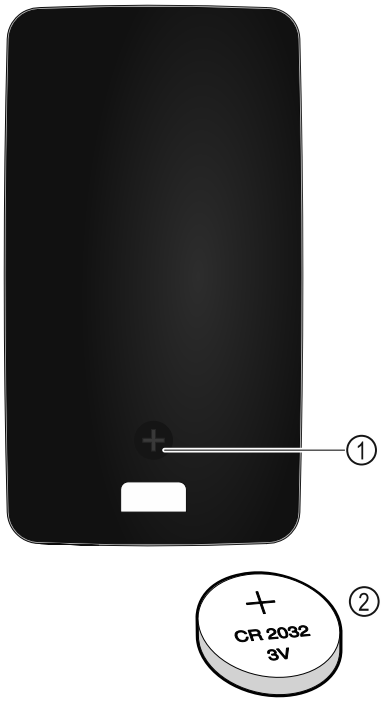

Fig. 232
Telecomanda este alimentată de o baterie tip CR 2032 de 3V *Fig. 232 (2)*, care este disponibilă în comerțul specializat.
▶ Deșurubați șurubul *Fig. 232 (1)* de pe partea din spate a telecomenzii.